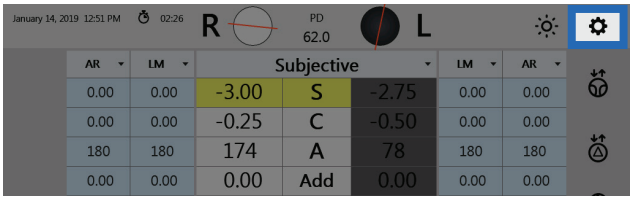

Figure IS-09, Settings
1. Tap **Setting**s, located at the top right of the Controller screen. Refer to Figure IS-09.